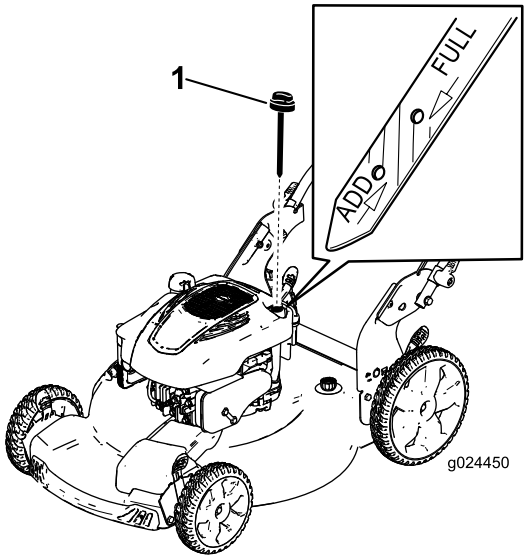

Bild 10
Füllen Sie den Kraftstofftank mit frischem, bleifreiem Normalbenzin von einer angesehenen Tankstelle (Bild 10).
2. Ziehen Sie den Peilstab (Bild 10) heraus.
5. Lesen Sie den Ölstand am Peilstab ab. (Bild 10)